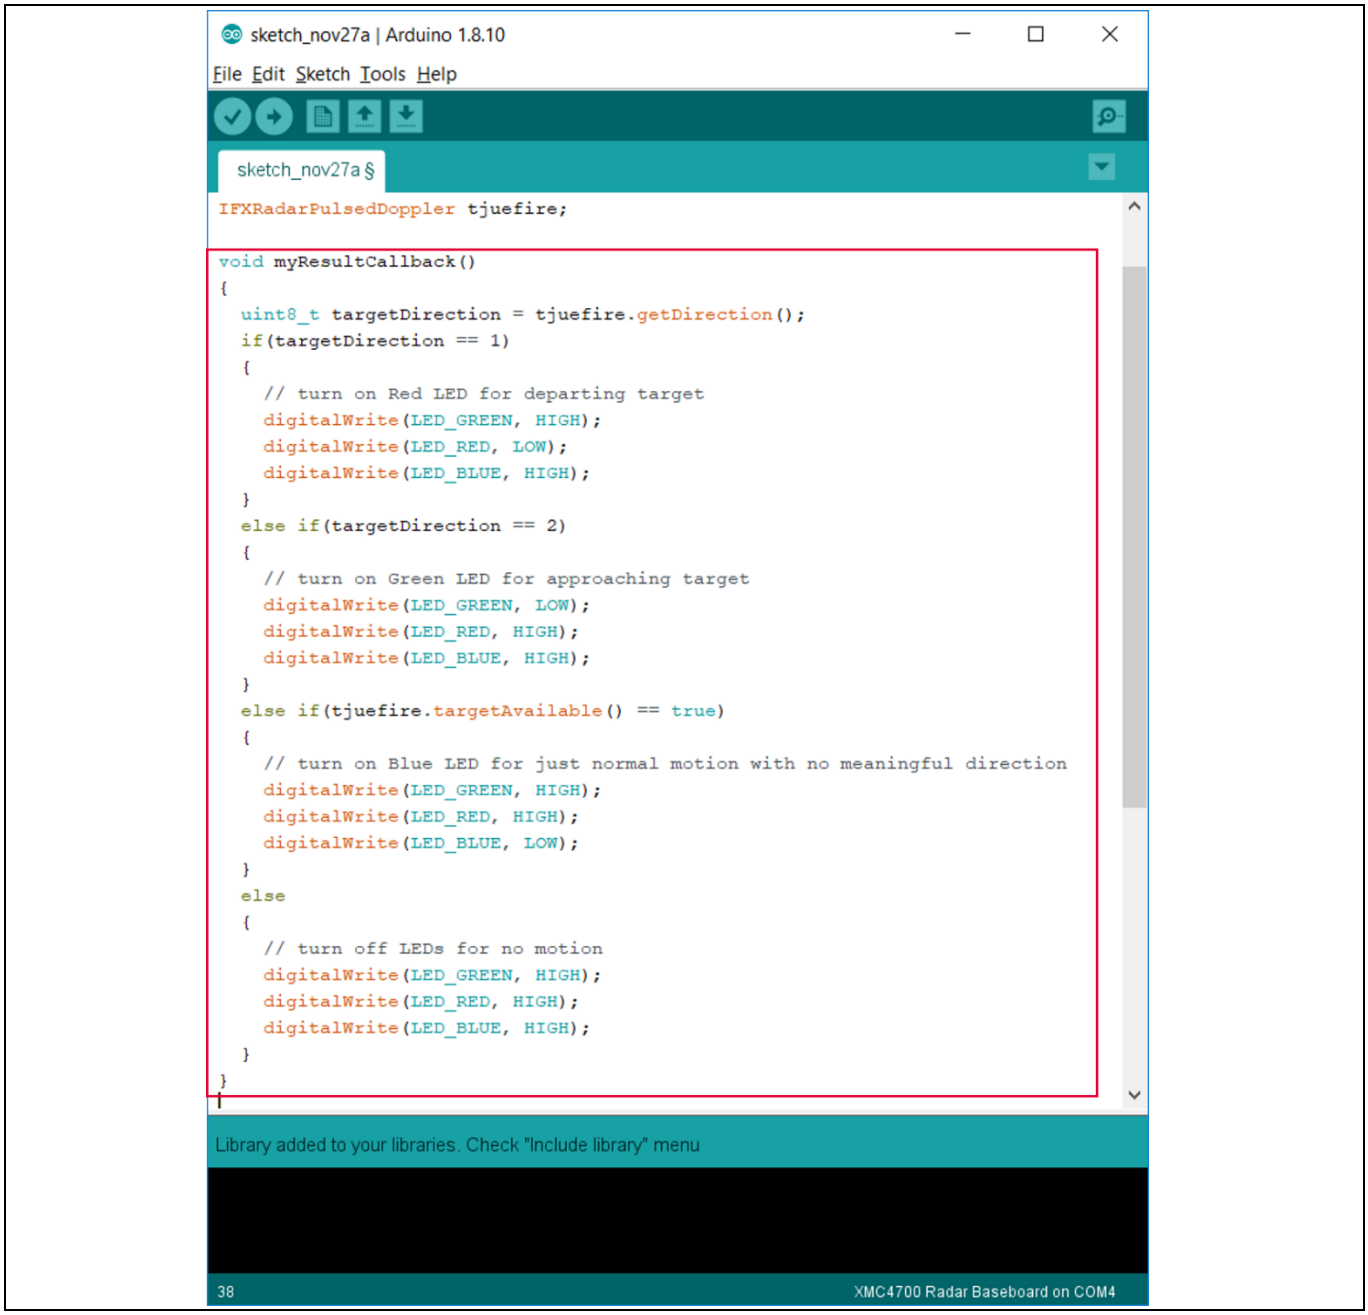

Figure 14 Example for callback function definition
4. Next, define the callback function to perform application tasks upon completion of a round of radar processing, for example to turn on or off an LED. In the example shown in Figure 14, different LED colors are used to indicate different radar processing results. Table 2 lists the APIs that can be called to retrieve the result of the radar processing.